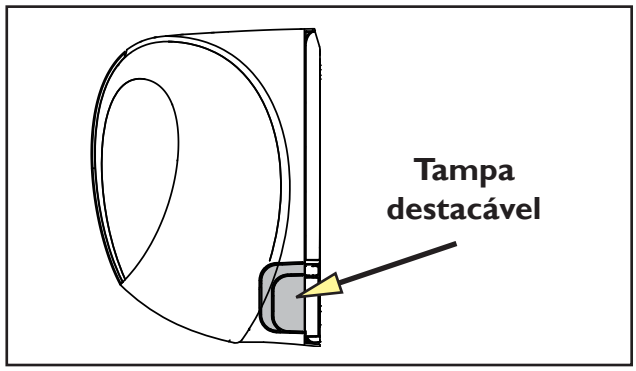

FIG. 18
- Retire a tampa destacável da unidade (fig.18) e passe a tubulação através da parede (repita o procedimento acima para cortar e instalar o tubo de 75 mm).